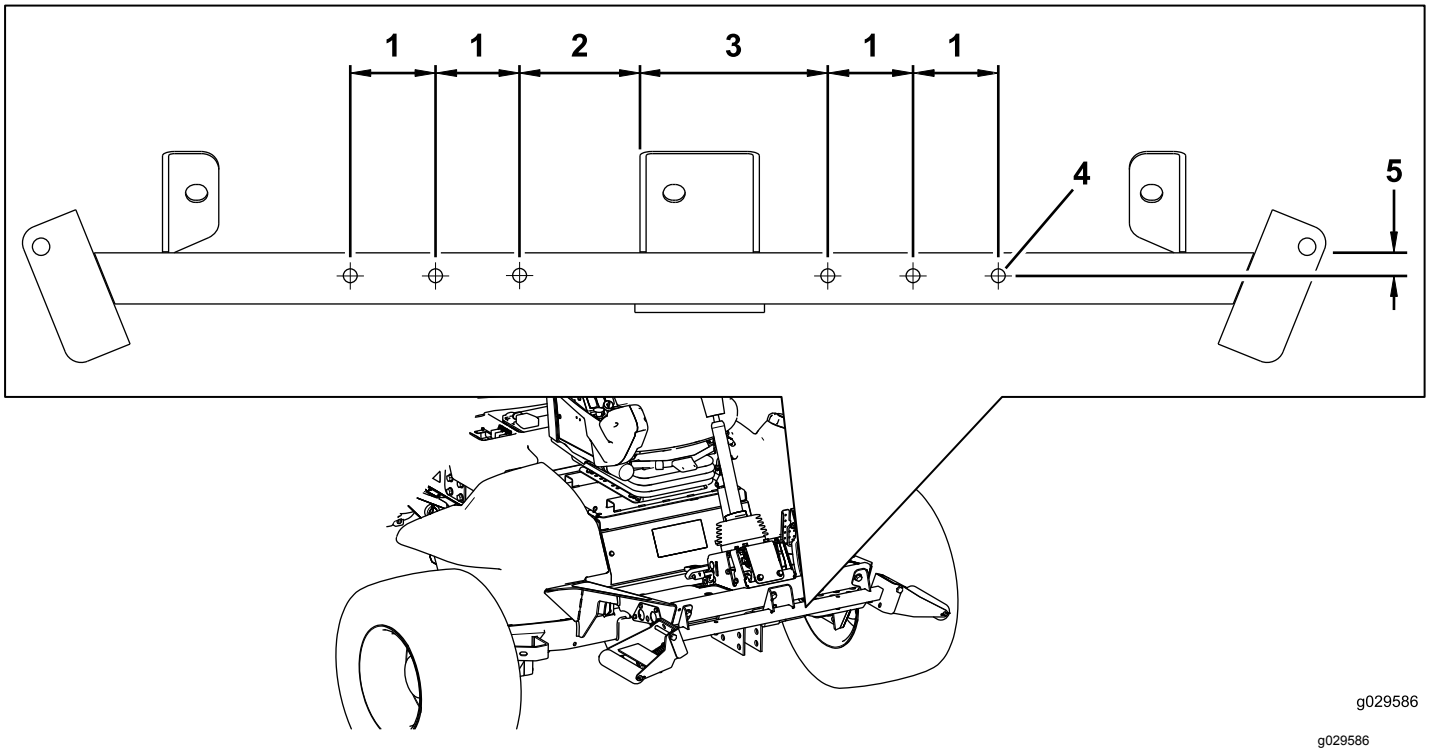

Figuur 2
5. Maak gebruik van de afmetingen in (Figuur 2) en markeer en boor 6 openingen van 1,0 cm door de beide wanden van de rolsteunbuis.